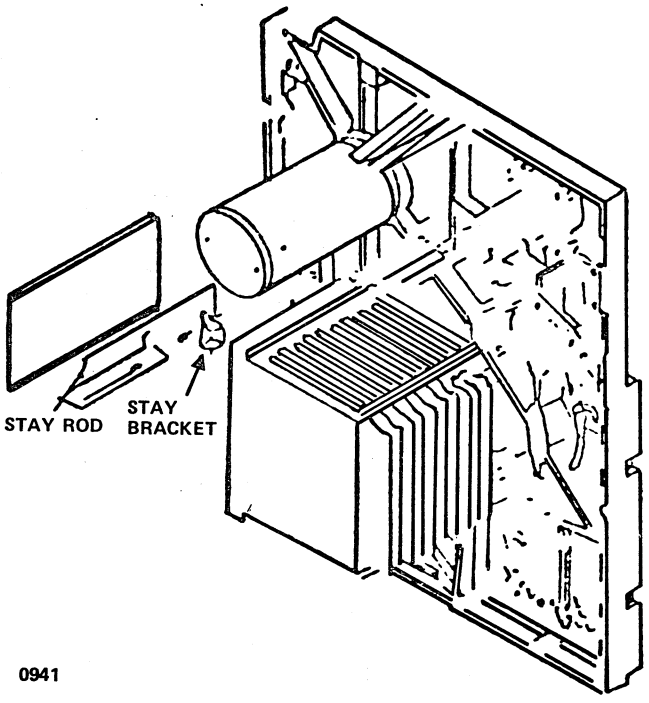

Figure 23-16. Magnetic Tape Stay Rod and Bracket Installation
2. With the transport partially open, insert the long end of the stay rod, with the ends pointing down, into the stay bracket on the transport deck; insert the short end into the stay track on the power supply, as shown in figure 23-16.